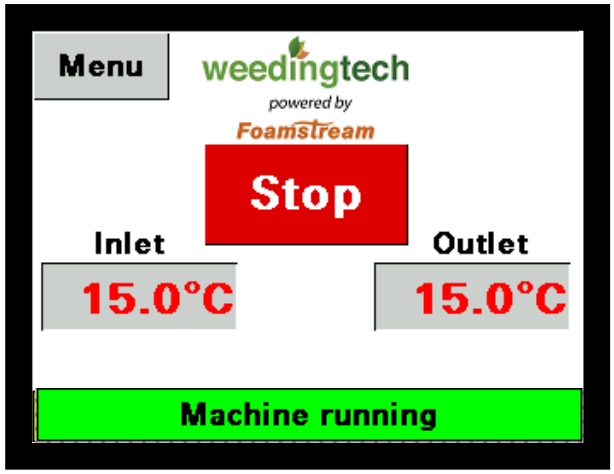

Figure 18 – Affichage du bouton Arrêt sur le PLC
- Appuyer sur le bouton d'arrêt rouge illustré à la Figure 18. Tous les voyants s'éteignent, sauf le voyant blanc « alimentation » et le voyant rouge de panne. Le voyant rouge de panne demeure allumé jusqu'à ce que la température de l'eau dans l'appareil Foamstream Municipal revienne à un niveau normal et que la pompe s'arrête.